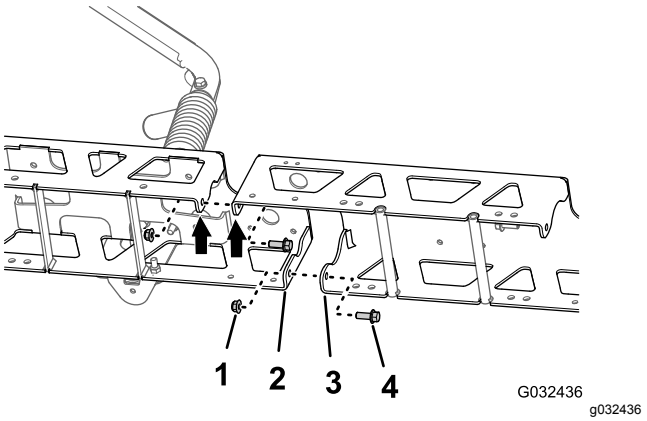

Figur 76
1. Rikta in hålen i de lodräta flänsarna på förlängningen för centersprutrampen med hålen i fackverksramen (Figur 76).
2. Montera förlängningen för centersprutrampen löst på fackverksramen (Figur 76) med de två flänsskruvarna (3/8 x 1 tum) och de två flänslåsmuttrarna (3/8 tum) som du tog bort i steg 1 i Separera centersprutrampssektionens fackverk (sida 33).
3. Rikta in hålen i de lodräta flänsarna på förlängningen för centersprutrampen med hålen i den andra fackverksramen (Figur 76).
4. Montera förlängningen för centersprutrampen löst på fackverksramen (Figur 76) med de två flänsskruvarna (3/8 x 1 tum) och de två flänslåsmuttrarna (3/8 tum) från finputsningssatsen för GeoLink-sprutsystemet (Figur 76).